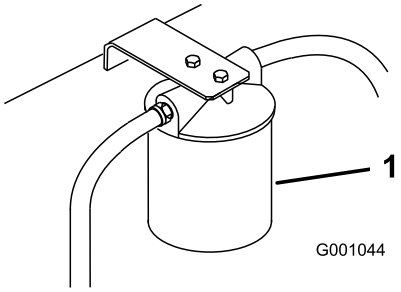

Figur 70
3. Sätt ett tömningstråg under filtret, ta bort det gamla filtret och torka ren filteradapterpackningens yta (Figur 70).